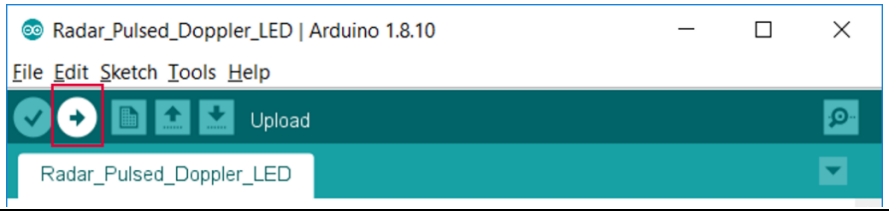

Figure 22 Uploading code onto board
6. Upload the code onto the board by clicking the "Upload" button (Figure 22).